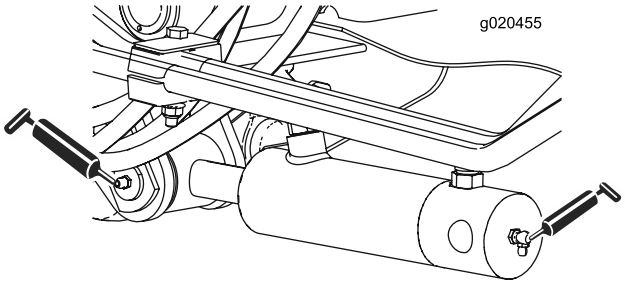

Figuur 41
- 2 lagerbussen van cilinder van hefarm (2 aan elke kant) (Figuur 41)